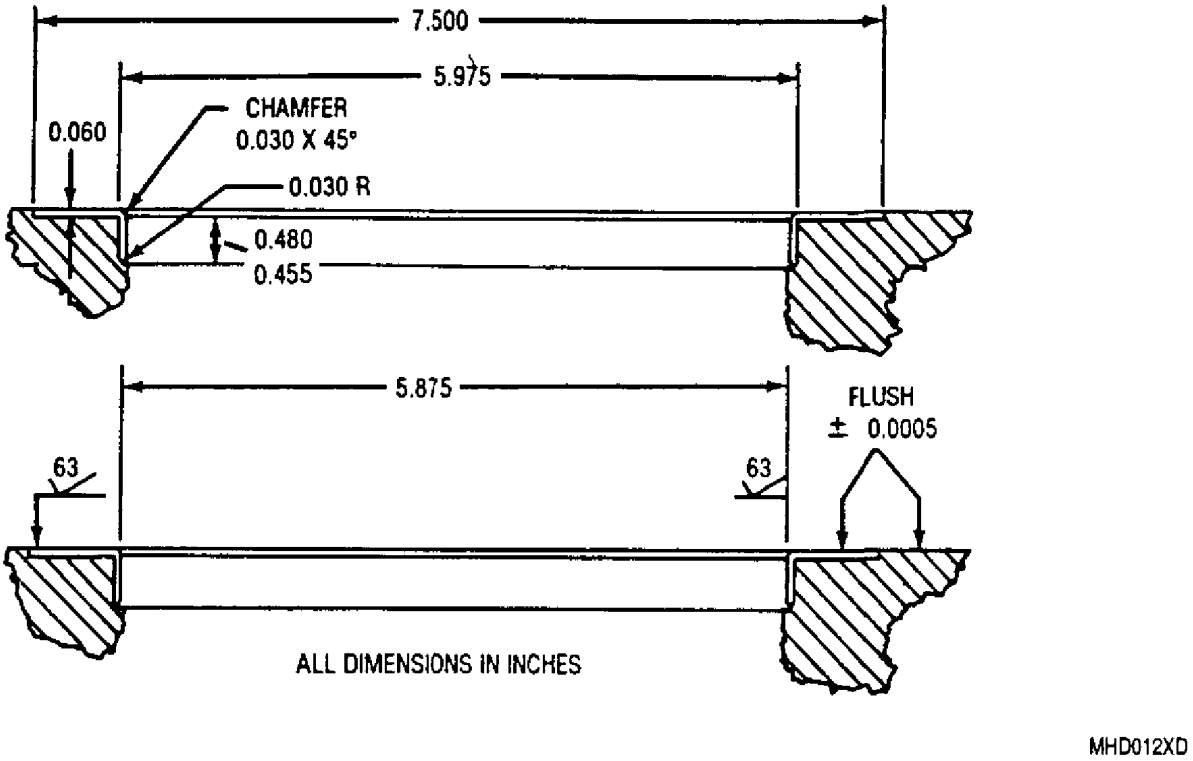

Figure 13. Rear Pinion Pilot Diameter Repair
f. Torque nuts securing bearing cage to housing to 74−89 lb in. (QA)
17. Torquemeter Housing Pilot Diameter Repair. (figure 13)